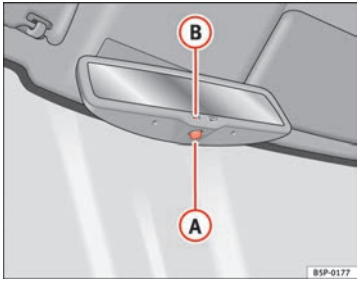

Fig. 66 Automatic anti-dazzle interior mirror.
– Press button (A) ⇒ fig. 66. Indicator lamp (B) goes off.
– Press button (A) ⇒ fig. 66. Warning lamp is lit.